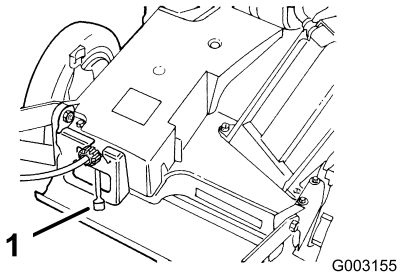

Рисунок 14
4. Передвиньте орган управления скоростью движения в положение «Нейтральное» (N)(Рисунок 14).
У газонокосилки есть три скорости движения по земле. 1 – медленная, 2 – средняя и 3 – быстрая. Регулятор скорости движения расположен в задней части кожуха ремня (Рисунок 14).